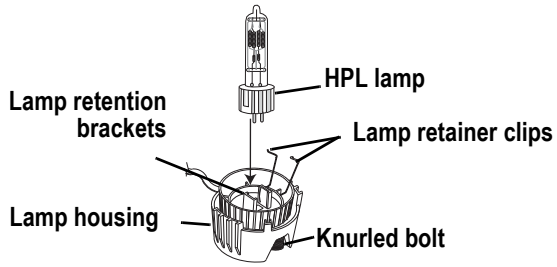

Figure 3
Step 4: Align the flat sides of the lamp base with the retention brackets on either side of the socket as shown in *Figure 3*.